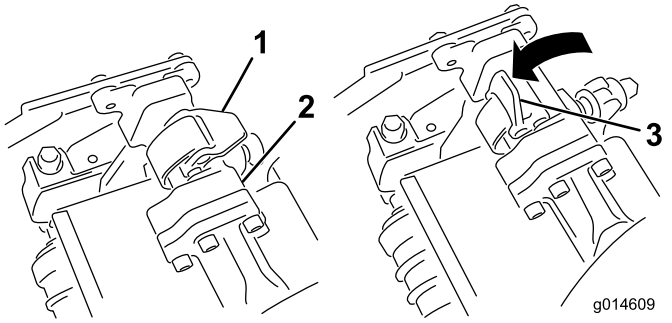
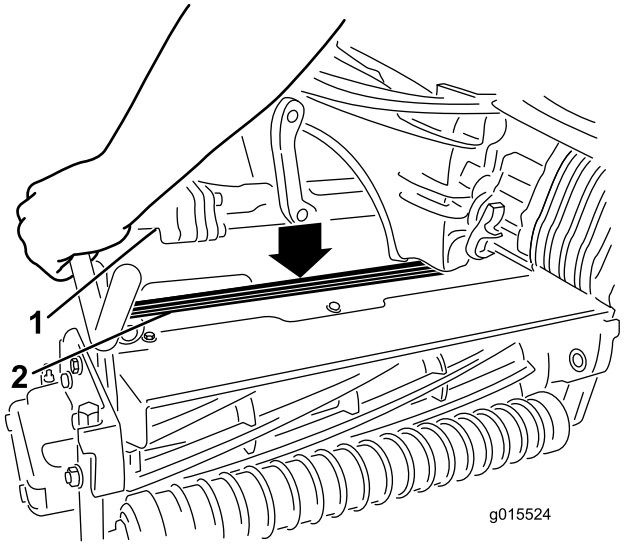

Figur 12
Figur 13
9. Åpne låsene på hjulopphengsarmbøylen slik at de peker opp (dvs. at de er åpne)(Figur 12, og trykk hjulopphengsarmen ned så bøylen ligger over klippeenheten (Figur 13).
10. Skyv låsene ned og rundt klippeenhetsbøylen og lås dem slik at de sitter på plass(Figur 12).